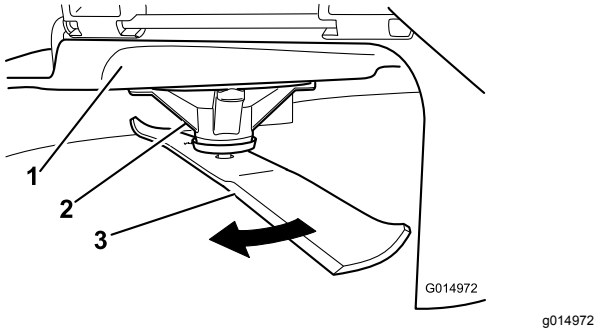

Figur 52
2. Ta på tykke, vatterte hansker eller annet hensiktsmessig håndvern, og roter sakte kniven som skal måles til en stilling som gjør det mulig å måle avstanden mellom kniveggen og den plane overflaten maskinen er på (Figur 52).